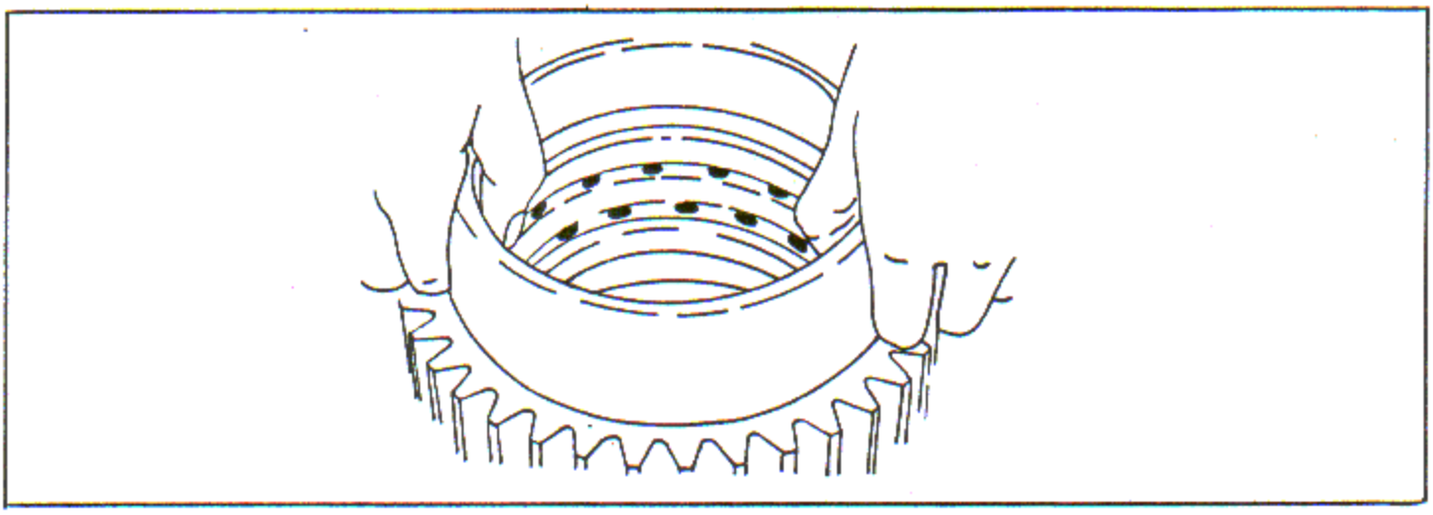

Figure 7-9. Installing Propeller Shaft Thrust Bearing Spacer
j. Install the spacer and ring assembly in appropriate detail sleeve, and using the sleeve as a guide, work the spacer and ring assembly into the crankcase front section. See figure 7-9. The flange of the spacer must be toward the front of the crankcase front section and the spacer assembly against the bushing. Remove the sleeve.
c. Fit new oil seal rings in the thrust bearing spacer, establishing the gap and side clearance specified in references No. 23 and 24 in the Table of Limits, Section IX. Lubricate the assembly with engine oil. Use the applicable detail sleeve. See figure 7-9. Compress the rings and insert the spacer assembly in the stationary gear support with the flanged end of the spacer toward the front.